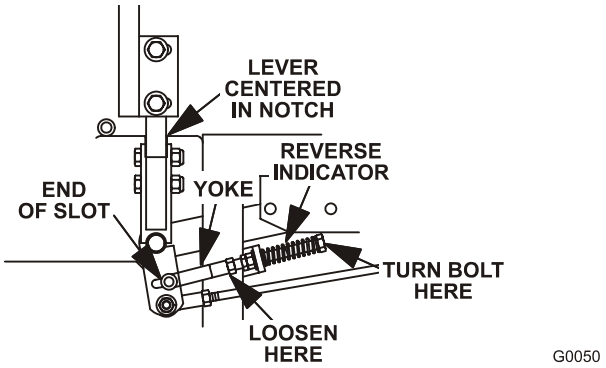

FIGURE 17
c) Begin with either the left or right motion control lever. Move lever to the neutral position and pull lever back until the clevis pin (on arm below pivot shaft) contacts the end of the slot (just beginning to put pressure on spring), See Figure 17.